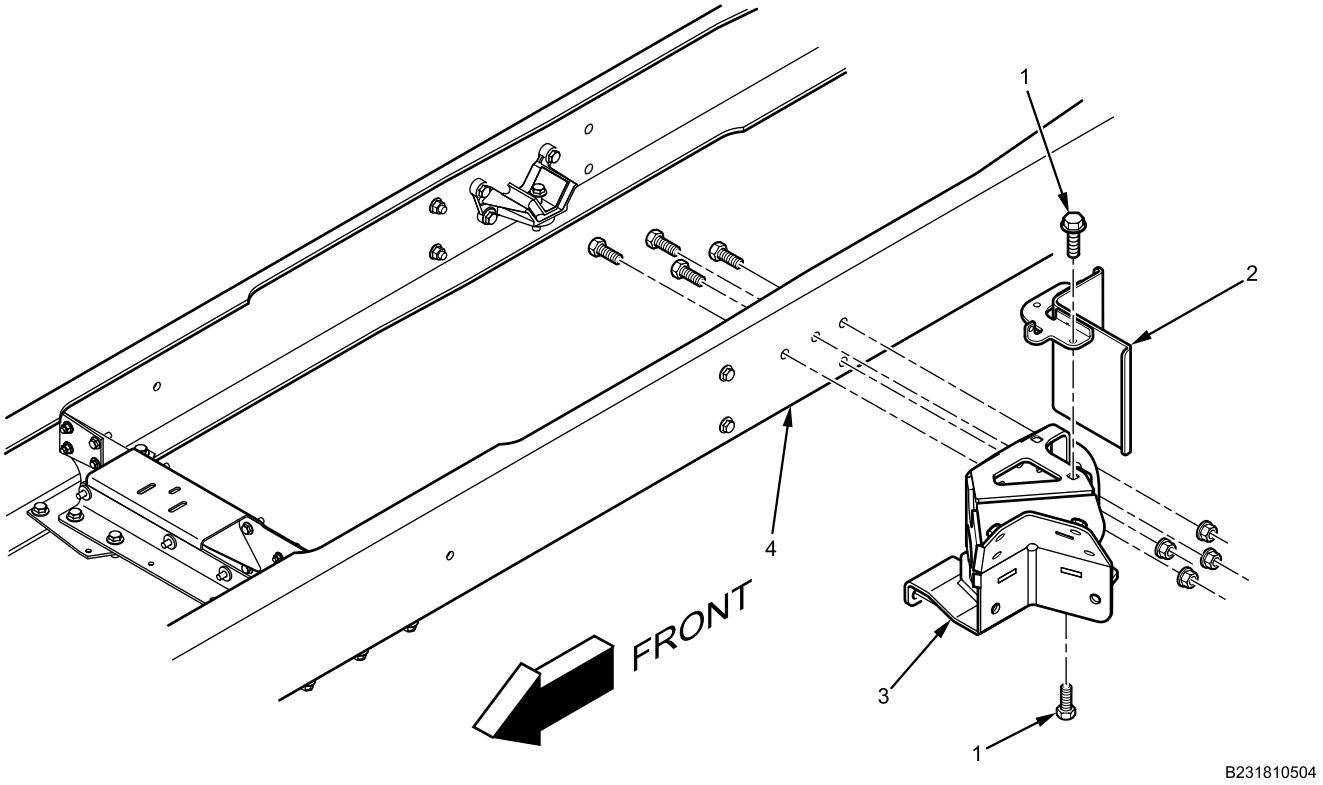

Figure 3. Left Inner Wheel Deflector Bracket Shield.
3. Remove two bolts (Figure 3, Item 1) and shield (Figure 3, Item 2) from left wheel deflector bracket (Figure 3, Item 3) and vehicle frame (Figure 3, Item 4).